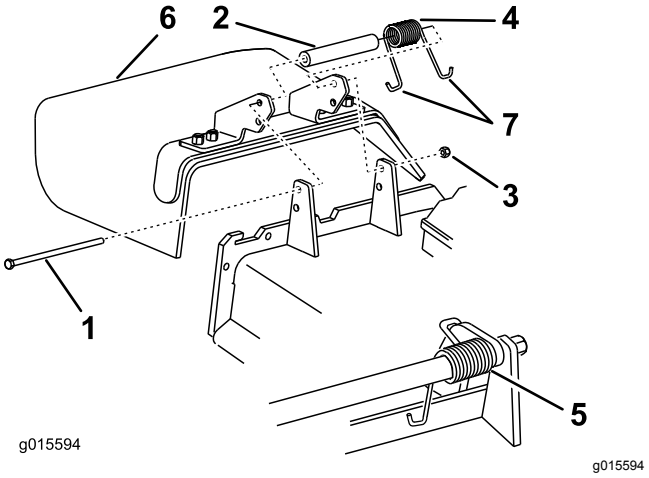

**Figur 89**
1. Fjern låsemøtrikken, bolten, fjederen og afstandsbøsningen, som fastholder græsdeflektoren til akselbeslagene (Figur 89).
2. Fjern den beskadigede eller slidte græsdeflektor (Figur 89).
**Bemærk:** Sørg for, at fjederens ene **J**-formede ende sidder bag skjoldets kant, før bolten monteres som vist i Figur 89.
6. Placer en af fjederens **J**-formede ender omkring græsdeflektoren (Figur 89).